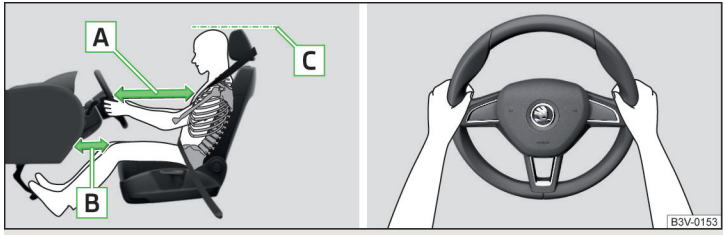

Fig. 14 **Posición de asiento correcta del conductor / Sujeción correcta del volante**
- ✓ Ajuste el asiento del conductor longitudinalmente de forma que la distancia de las piernas hasta el tablero de instrumentos en la zona del airbag de rodillas sea al menos de 6 cm » fig. 14 - B.
- ✓ Ajustar el volante de tal modo, que la distancia entre el volante y el esternón sea, como mínimo, 25 cm » fig. 14 A.
- ✓ Ajuste el reposacabezas de tal modo que el borde superior del mismo se encuentre a ser posible a la misma altura que la parte superior de su cabeza (no es válido para los asientos con reposacabezas integrado)» fig. 14 - C.
- Durante la conducción, sujete el volante con ambas manos por el borde exterior de los lados en las posiciones de las “9” y “3” horas» fig. 14. No sujete nunca el volante en la posición de las “12 horas” o de cualquier otro modo (p. ej., en el centro o en el borde interior del volante, etc.). De lo contrario pueden suceder lesiones graves en los brazos, manos y cabeza en la activación del airbag.
✓ Ajuste el reposacabezas de tal modo que el borde superior del mismo se encuentre a ser posible a la misma altura que la parte superior de su cabeza » fig. 14 *de la pág. 20* - C (no es válido para los asientos con reposacabezas integrado).
✓ Ajustar el reposacabezas de tal modo, que el borde superior del mismo se encuentre de ser posible a la misma altura que la parte superior de la cabeza » fig. 14 *de la pág. 20* - C.